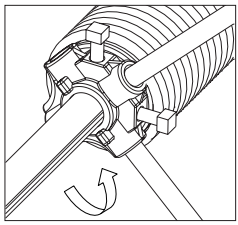

*Рис.41*
- установить вороток в гнездо натяжного наконечника, находящееся внизу (рис. 41);